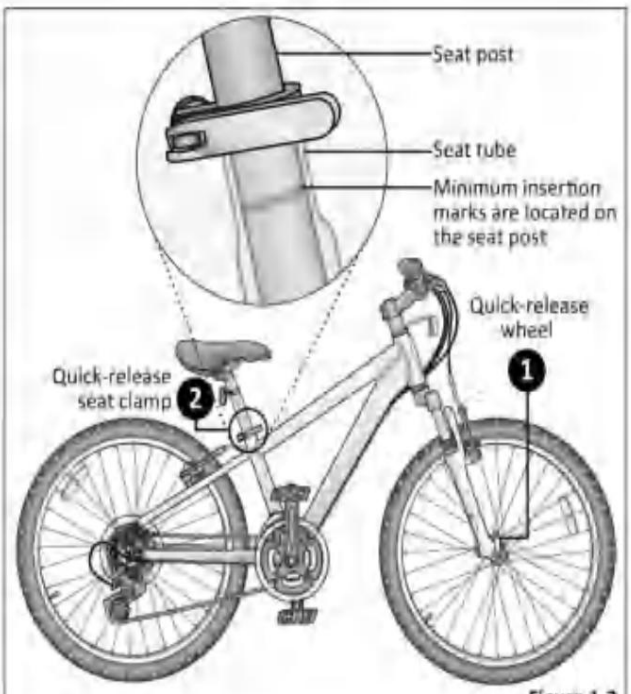

Figure 1.3
1. Some bicycles will come equipped with quick-release levers for the front wheel. The wheels must be securely locked. Ensure the wheel quick-release lever is firmly locked in place. **Figure 1.3**